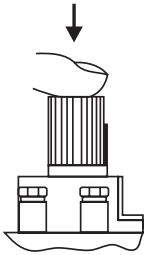

Рис. 8
7.1. Установка ручки управления в требуемое положение производится путем легкого нажатия и поворота в нужное положение (рис. 8).